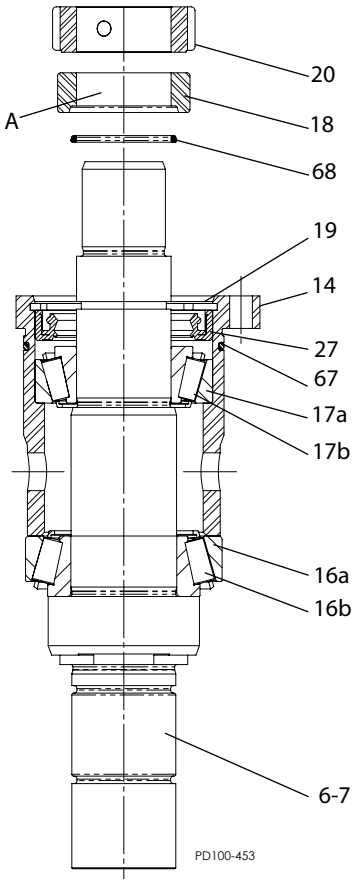

Figura 47 - Montaggio dei cuscinetti
3. Installare la boccola del cuscinetto anteriore (Figura 47, articolo 16a) sull'ogiva montata (articolo 16b), seguita dalla scatola dei cuscinetti (articolo 14).
6. Installare l'o-ring (articolo 68) e la boccola della tenuta (articolo 18) sull'albero come mostrato in Figura 47. Orientare la boccola della tenuta con la scanalatura verso il cuscinetto.